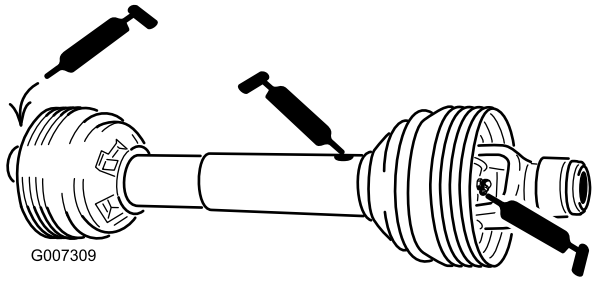

**Figur 43**
Kraftuttagsaxel (3) (Figur 43).